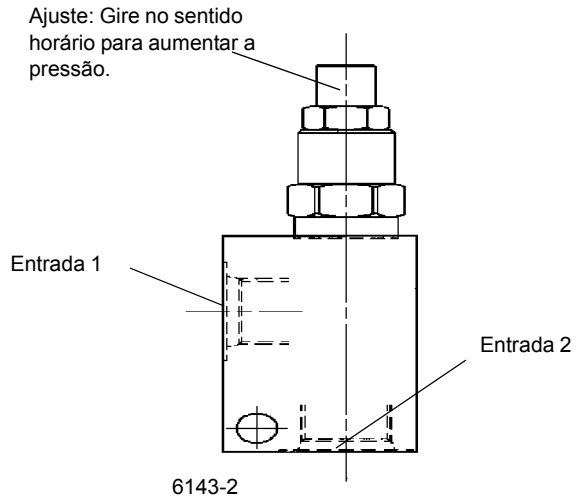

FIGURA 2-15
1. Remova a mangueira da entrada 1 na válvula de alívio do cilindro do macaco dianteiro central. (Consulte a Figura 2-15.)
4. Enquanto pressiona a chave de extensão e a chave de ativação do macaco dianteiro na caixa de controle dos estabilizadores, verifique a pressão e ajuste a válvula de alívio para 14 +4/-0 bar (200 +50/-0 PSI) (Figura 2-15).